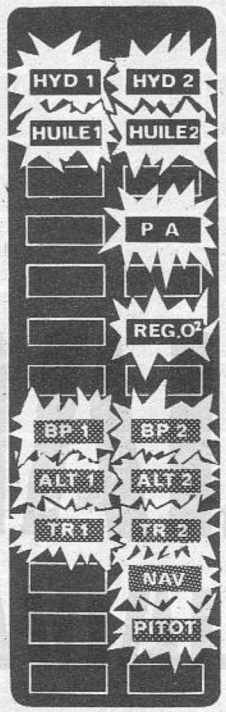

FIGURE 3 - TABLEAU DE PANNES
2.3 - Utilisation normale (Fig. 3)
Les voyants suivants doivent s'allumer : (Voir figure 3)